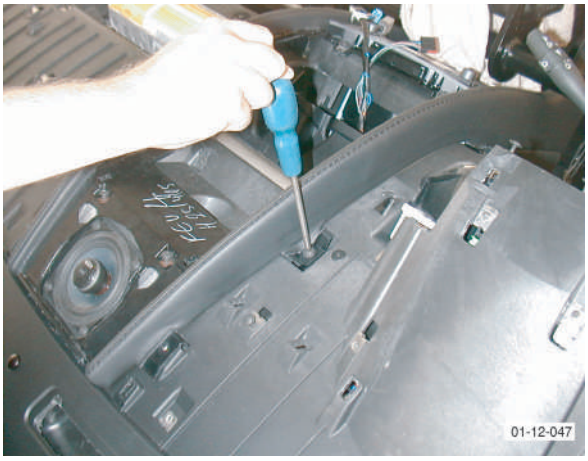

Fig. 1
3. Remove screws (x4) that secure centre stack assembly to IP (see Fig. 1).